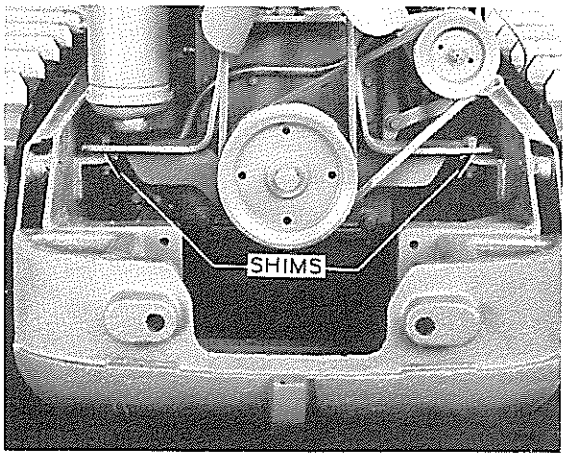

FIG. 11
31. Remove bolts from outer end of front motor support. Raise outer end of motor support with a bar and remove shims. Fig. 11.